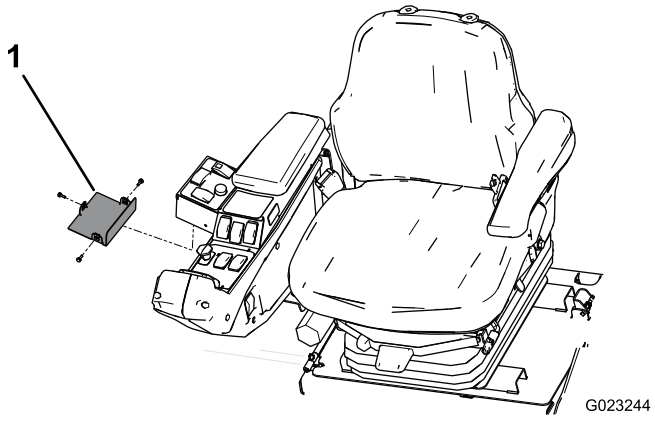

Figure 34
9. Install the switch-panel-enclosure cover to switch-panel enclosure with 3 screws (#10 x 1/2 inch) as shown in Figure 34.